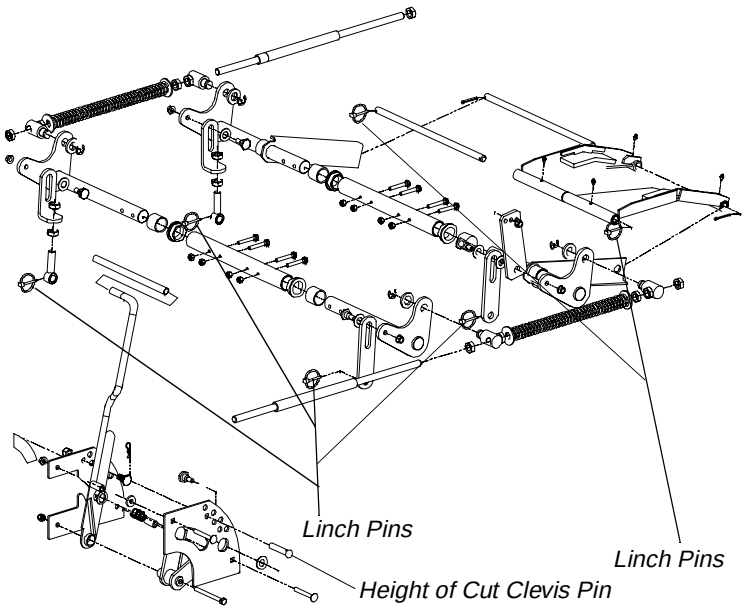

Figure. 6
e. Remove six linchpins (See Fig. 6) (4) from the deck and (2) from the front of the mower. Remove the linchpins on the left and right rear side of the cutter deck (2); remove the linchpins on the left and right front side of the cutter deck (2); and remove the linchpins on the front of the mower (2).